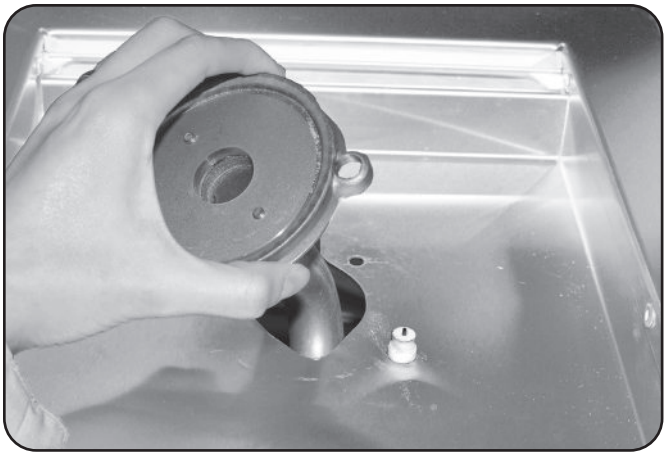
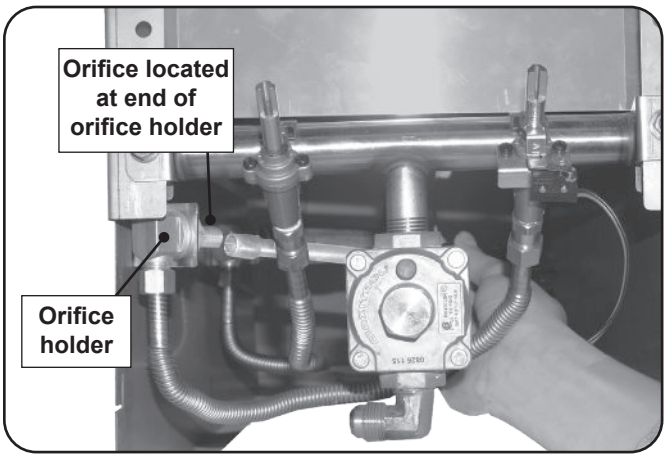

Fig. 52-2 Lift burner
Fig. 52-3 Locate orifice
4. Remove the burner cap and carefully lift the burner up and out, clearing the ceramic electrode (see Fig. 52-2), and pulling the burner tube away from the orifice, located on the end of the orifice holder on the left side of the unit (see Fig. 52-3).
5. Using a $^3/_8$" socket, remove orifice from the orifice holder (see Fig. 52-3) and check the number stamped on the orifice face.